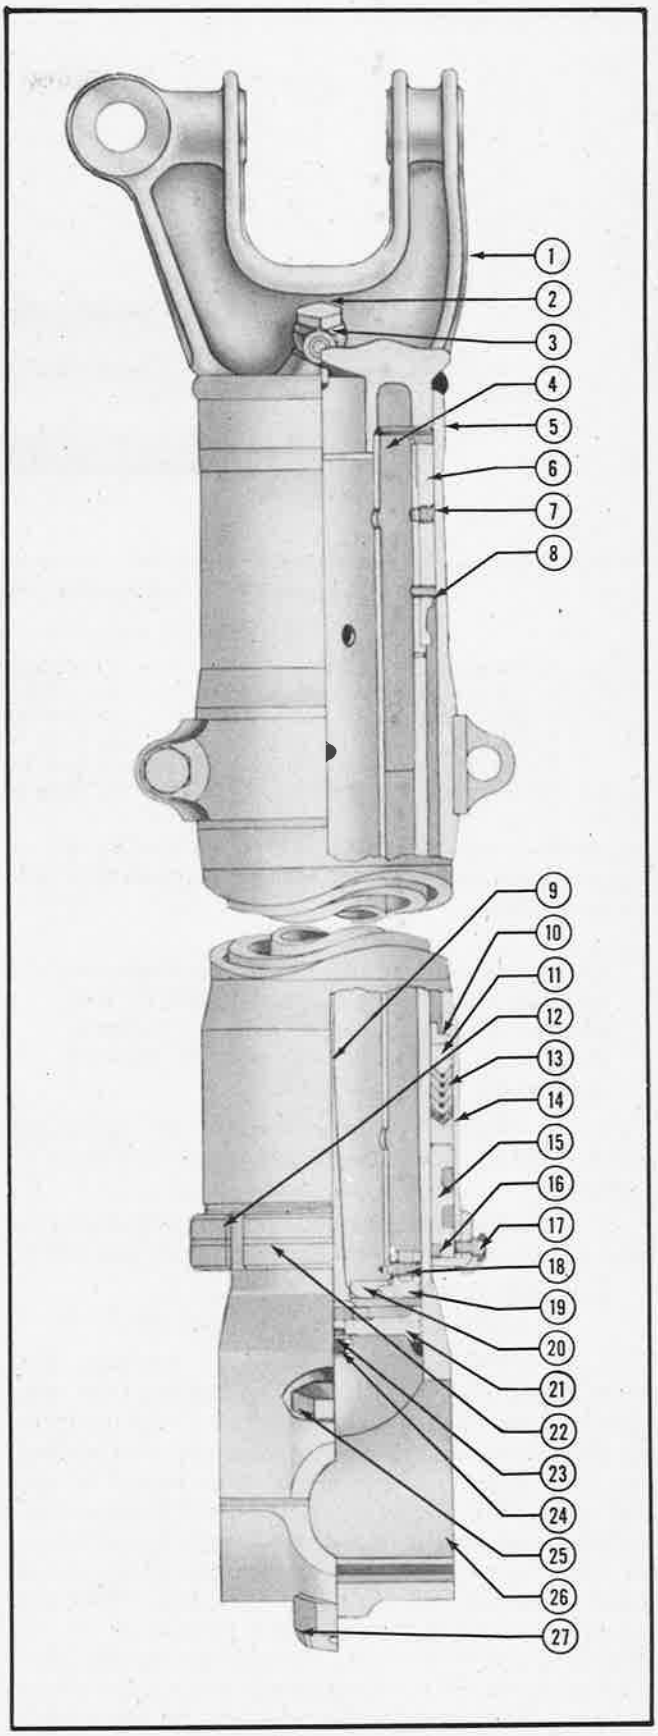

Figure 397—Main Landing-Gear Shock Strut Assembly
KEY TO FIGURE 397
(5) LANDING GEAR SHOCK ABSORBER STRUT. *(See figure 397.)*